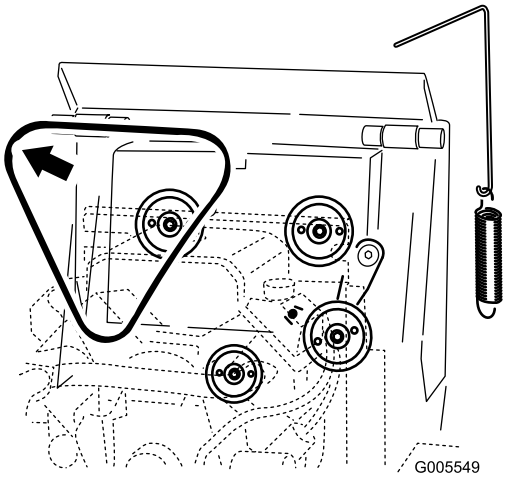

Figur 49
5. Ta bort remmen från de tre remskivorna (Figur 49).